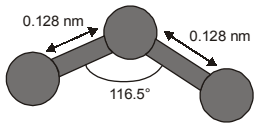

Fig. 8.11A. The Ozone molecule
The hybrid Sp^2 orbital of the central atom containing one electron (see Fig. 8.11A) overlaps with the p. orbital of one of the extreme oxygen atoms the result being the formation of a sigma (0) bond the Pz orbital of the central atom. It is not participating in the hybridization is oriented at right angles to the plane of the molecule and also contains an unpaired electron. It overlaps with the similarity Pz orbital of the same extreme atom of oxygen, which leads to the electron pair occupying one of the hybrid sp^2 orbital orbitals the central oxygen atom in the donor acceptor way. Electron dot formula is shown below: